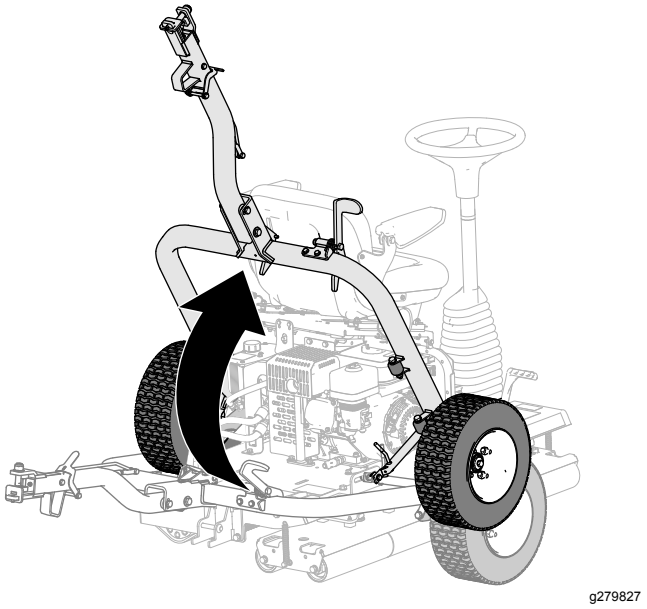

Figura 22
5. Levante o engate (Figura 22) até a alavanca de trinco ficar bloqueada no bloqueio de deslize (Figura 17).